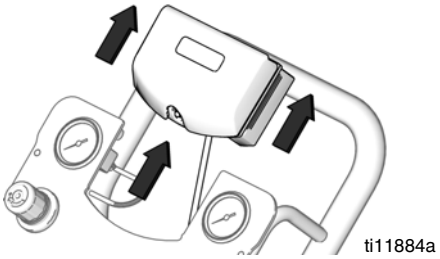

РИС. 10. Извлечение модуля DataTrak
3. Снимите модуль DataTrak с кронштейна. См. РИС. 10. Переместите модуль с прикрепленным кабелем в безопасное помещение.